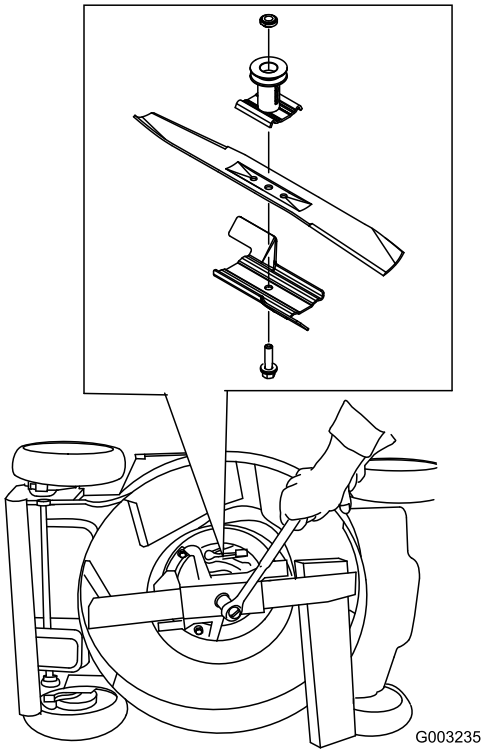

Figur 38
3. Använd en träkloss för att hålla bladet stadigt (Figur 38).